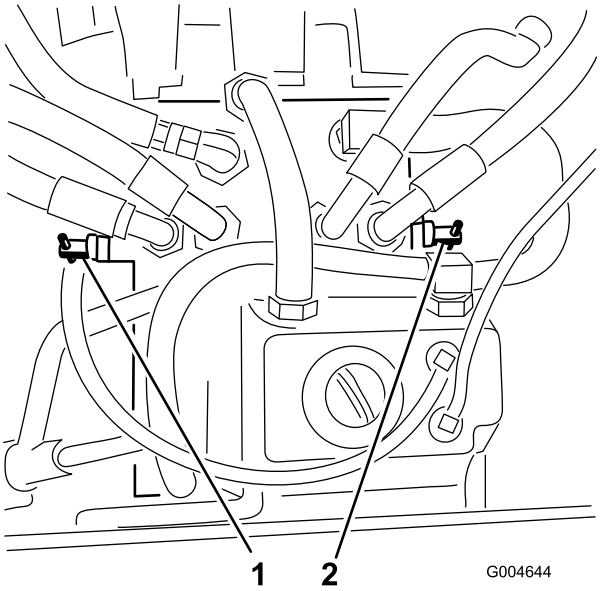

Figuur 34
3. Draai de omloopkleppen 1 slag naar links (Figuur 34).
Draai de omloopkleppen 1 slag naar links en en deze met de hand vast (met een torsie van ongeveer 8 Nm (Figuur 34).